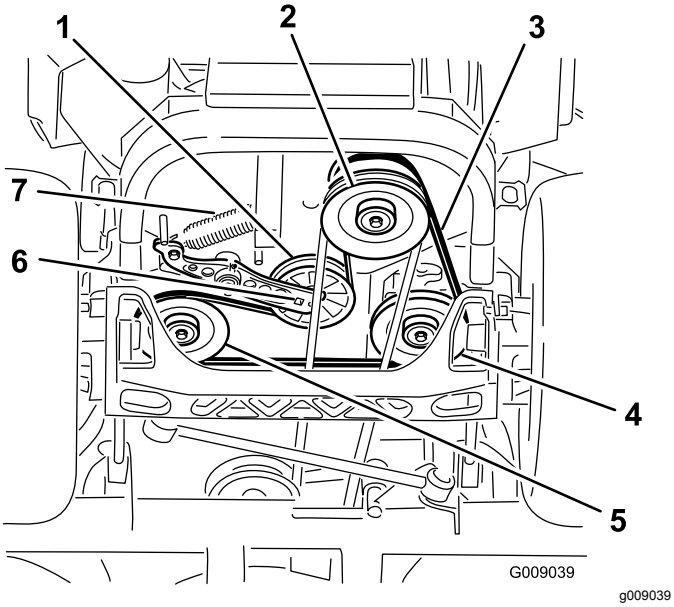

Figur 75
4. Løft opp maskinen og støtt den med jekkstøtter (Figur 75).
5. Bruk en skralle i det firkantede hullet i lederullarmen for å fjerne blindfjæren (Figur 75).
6. Hekt fjæren av rammen (Figur 75).
9. Bruk en skralle i det firkantede hullet i lederullarmen for å montere ledefjæren til rammen (Figur 75).